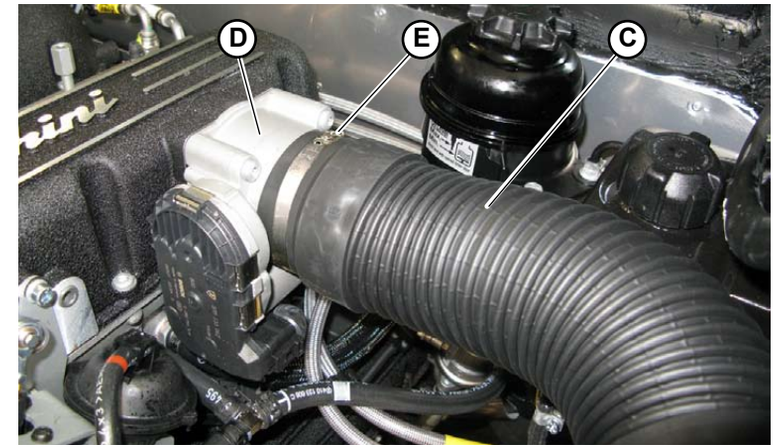

Fig.2
2. Connect the air intake pipe (**C-Fig. 2**) to the throttle body (**D-Fig. 2**) using the clamp (**E-Fig. 2**).